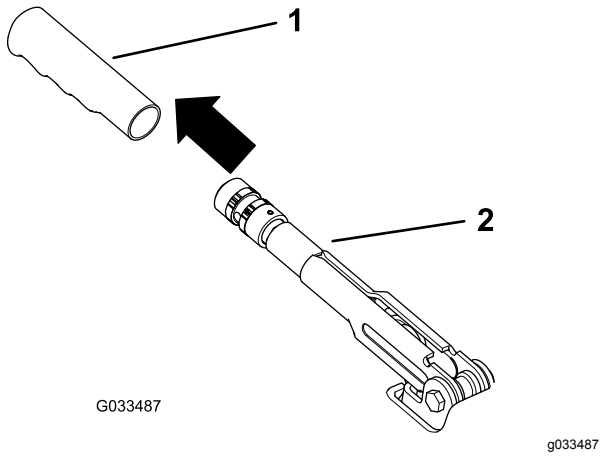

Figur 63
1. Fjern gummigrebet fra parkeringsbremsehånd-taget (Figur 63).